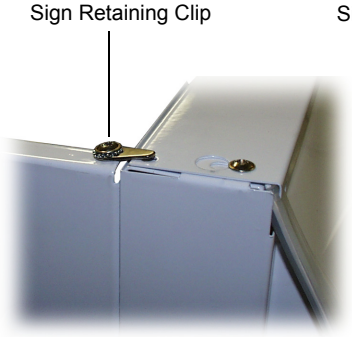

Figure 15: Sign Retaining Clip
2. Loosen, and turn the sign retaining clip on the top of each side panel (see figure 15, below).